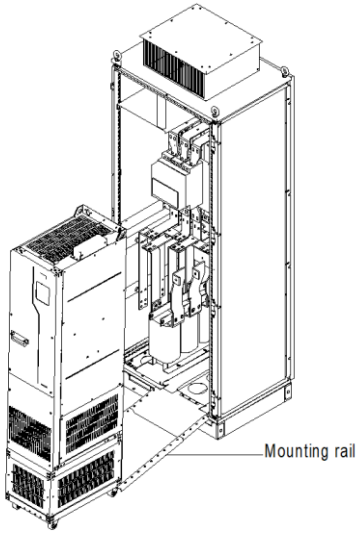
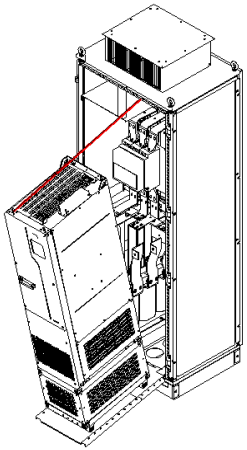

Figure 4-15 Aligning the VFD casters with the mounting rail
Figure 4-16 Pushing the VFD into the cabinet slowly
- The VFD can be pushed into or out of the cabinet only after the casters are aligned with the rail. To ensure safety, arrange two people to push the VFD into or out of the cabinet. See Figure 4-15 and Figure 4-16.
4	Arrange two people to align the VFD casters with the mounting rail and push the VFD to the cabinet. (See Figure 4-15 and Figure 4-16. Use the auxiliary rope for mounting to prevent the VFD from side tipping during the push-in or push-out.)